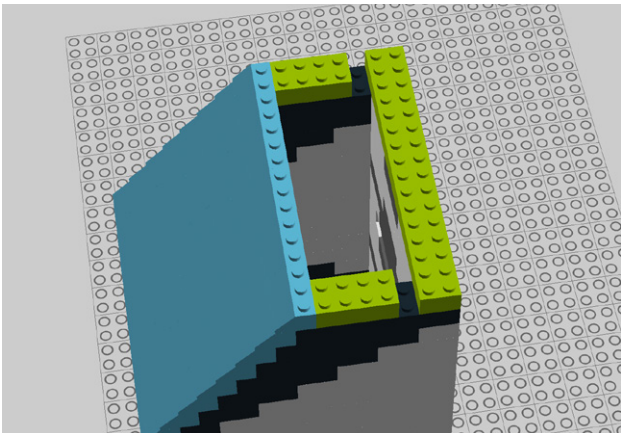

Figure 9-63. *Step 58: Attaching six 2x4 translucent bricks*
58. Add six 2x4 translucent bricks (Figure 9-63).